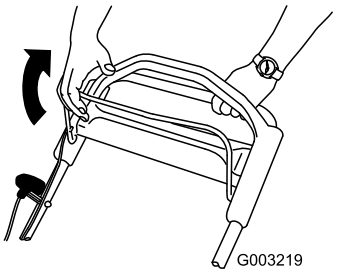

Figur 17
2. Håll knivstyrstången mot handtaget (Figur 17).